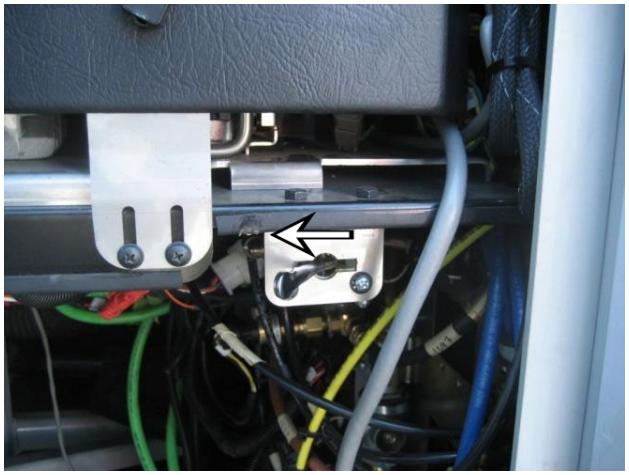

**FIGURE 57:LOCATION OF COMMUTER TAG AXLE AIR VALVE**
7. On X-Series commuter vehicles only, the tag axle air valve lever is located in the front service compartment. Move it forward as shown on Figure 57.